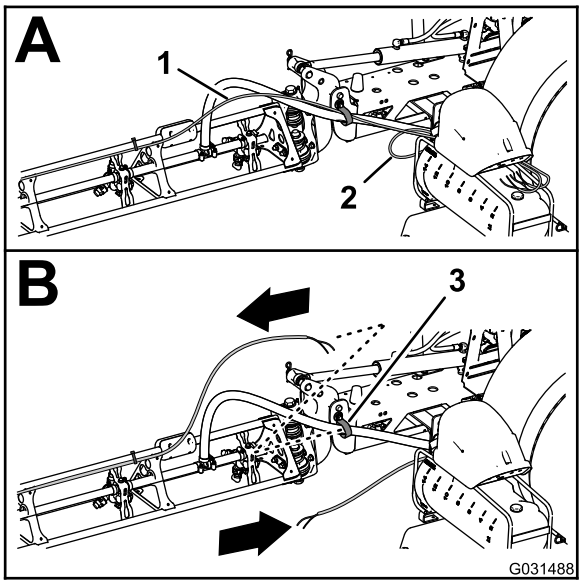

Figuur 9
5. Trek de buizen van de schuimspuitdoppen van de linker- en rechterspuitboom naar achteren en door de R-klem nabij het scharnierpunt voor de spuitboom (Figuur 9).